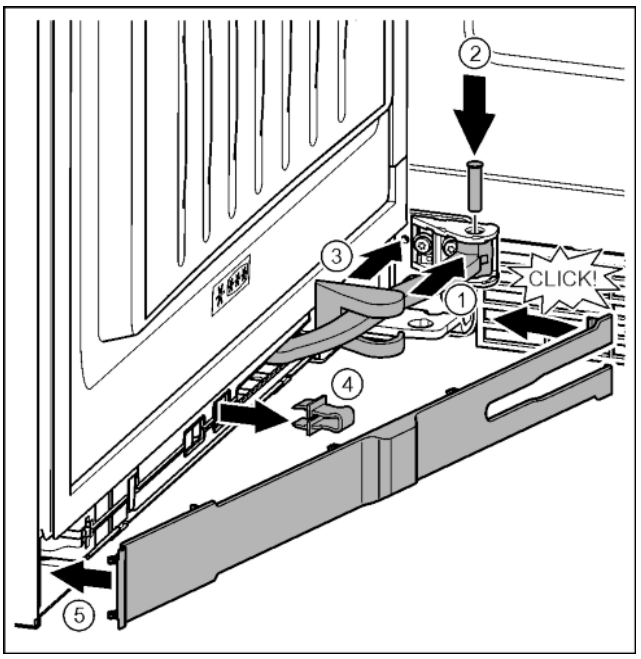

Fig. 40
▶ Turn the hinge in the mount. *Fig. 40 (1)*
▶ Insert the bolt with a T15 screwdriver in the mount and hinge. Make sure that the catch mechanism is sitting correctly in the groove. *Fig. 40 (2)*
▶ Push the bearing bracket cover along the hinge and fit on the mount. *Fig. 40 (3)*
▶ Remove the locking device. *Fig. 40 (4)*
▶ Position the panel on the handle side and swing it in. *Fig. 40 (5)*